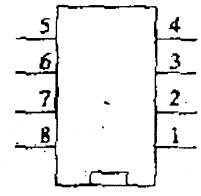

图 20-41
注意：采用方法②时，必须先找到防盗芯片，一般日产防盗芯片具有如下特点（如图20-41所示）：有一脚+5V电源，一脚地线，其余均为功能脚。在试验时先找到防盗芯片，然后逐一断各功能脚进行。